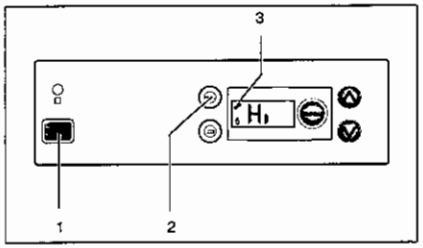

afb. 30 DBA - Hi-modus
- Stel de ketel in bedrijf door de netschakelaar in positie **"1"** te zetten (afb. 30, **pos. 1**).
- Stel de ketel buiten bedrijf door de netschakelaar op de DBA (afb. 30, **pos. 1**) in positie **"0"** te zetten.
- Zet het toestel in de "Hi "-modus door de servicetoets (afb. 30, **pos. 2**) twee keer te bedienen, totdat links boven op het display het symbool van de schroefsleutel (afb. 30, **pos. 3**) verschijnt (zie menu 2: "Servicebedrijf" op pagina 24).
- Stel de ketel buiten bedrijf door de netschakelaar in positie **"0"** te zetten (afb. 30, **pos. 1**).
- Stel de ketel buiten bedrijf door de netschakelaar in positie "0" te zetten (afb. 30, **pos. 1**).
- Stel de ketel in bedrijf door de netschakelaar in positie "1" te zetten (afb. 30, **pos. 1**).